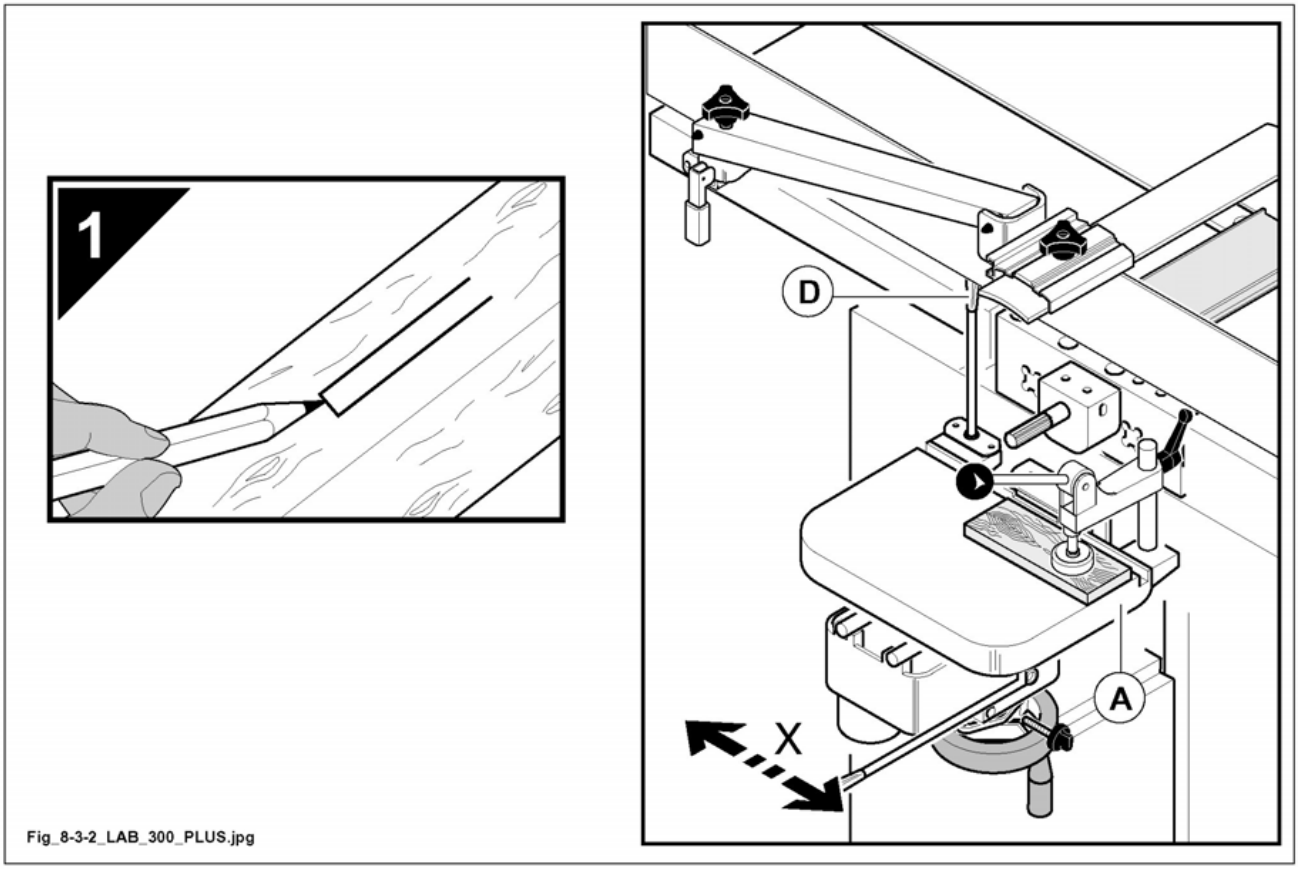

Fig. 8.3-2
- using a pencil, mark the position of the mortise to be cut on the workpiece (1 fig. 8.3-2).
- Test the transversal stroke using lever (D fig. 8.3-2) according to the mortise to be cut and adjust the side stops to suit, by tightening the knob (A fig. 8.3-2) under the table.
to carry out slots, it is necessary to drill a row of holes, then, moving the table by means of the lever (D fig. 8.3-2), the inside of the slot is thoroughly cleaned.